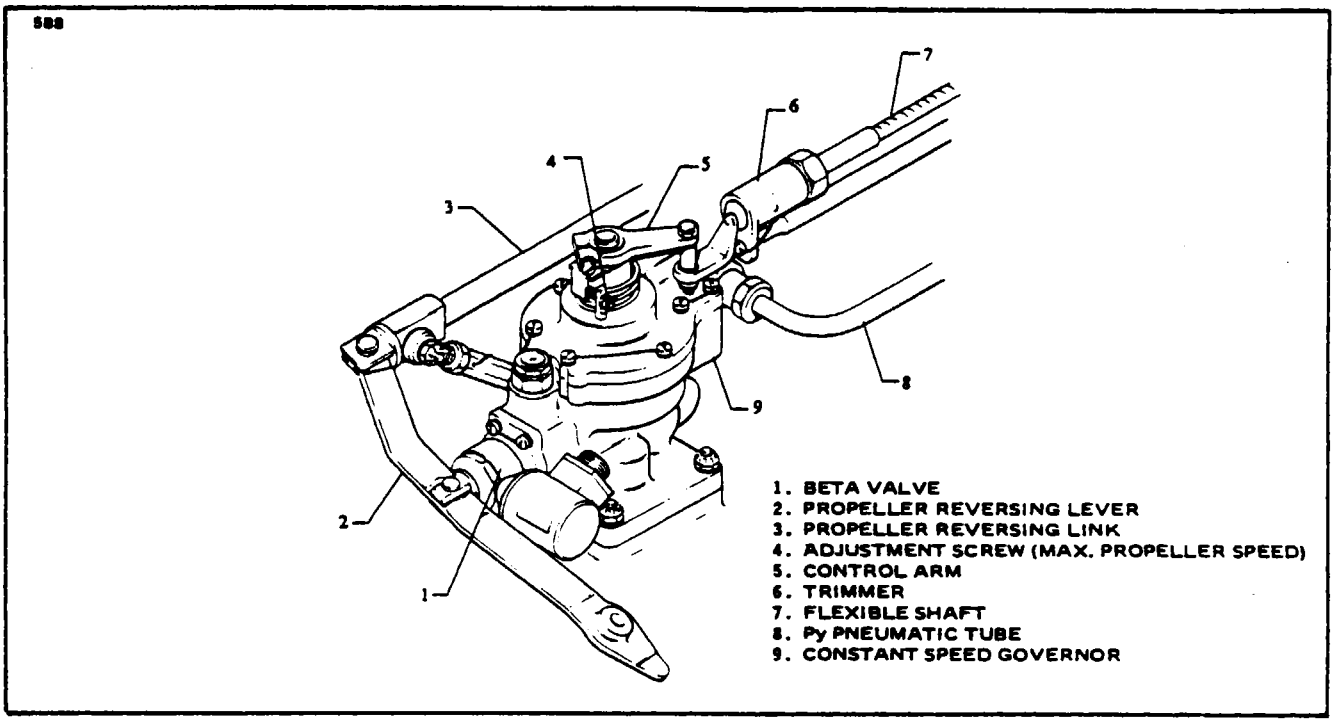

Figure 14-42. Trimmer Assembly
14-105. REMOVAL OF TRIMMER ASSEMBLY. (Refer to Figure 14-42.)
h. With the trimmer assembly and actuator motor at these centered positions, connect the flexible shaft to the trimmer and secure with nut and safety wire as shown in Figure 14-42.